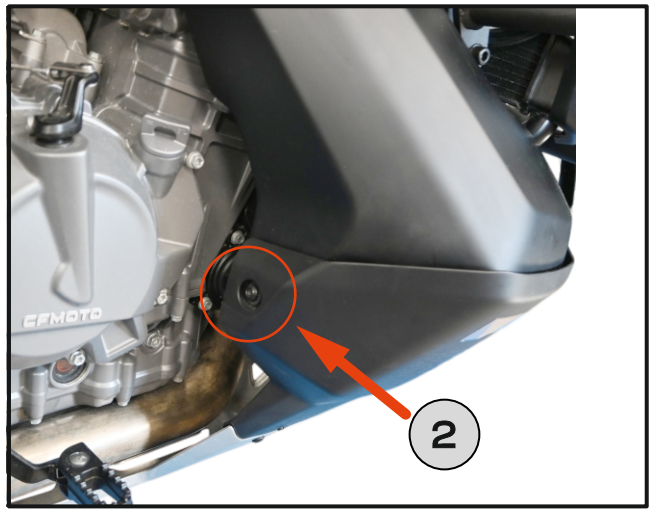

Fig. 3
2. Unscrew the indicated bolt securing the OEM engine cover on both sides of the motorcycle. **[Fig. 3]**